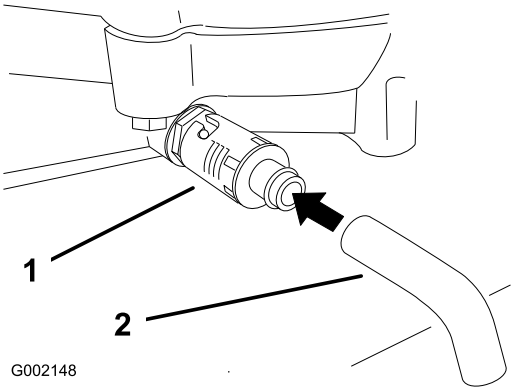

Rysunek 21
4. Umieść miskę pod spustem oleju. Przekręć zawór spustowy oleju i pozwól, aby olej spłynął (Rysunek 21).